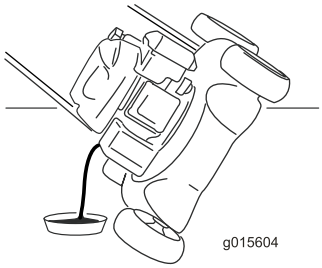

Figur 27
7. Vipp maskinen på siden med oljefyllingsrøret vendt nedover for å tømme brukt olje gjennom oljefyllingsrøret ut i oljetappefatet (Figur 27).